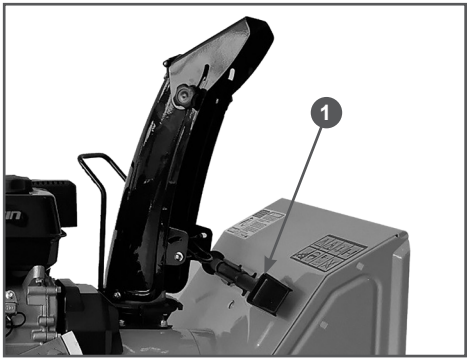

Рис. 26 Расположение лопатки для очистки
3. Для очистки всегда используйте специальную лопатку, а не руки. Лопатка 1 прикреплена к верхней части кожуха шнеков (Рис. 26).